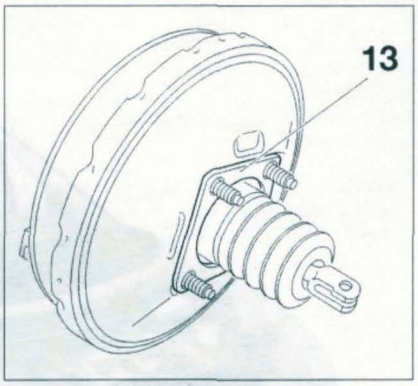

FIGURE 7-12
- coller un joint neuf (13) sur le servofrein **(figure 7-12)**.